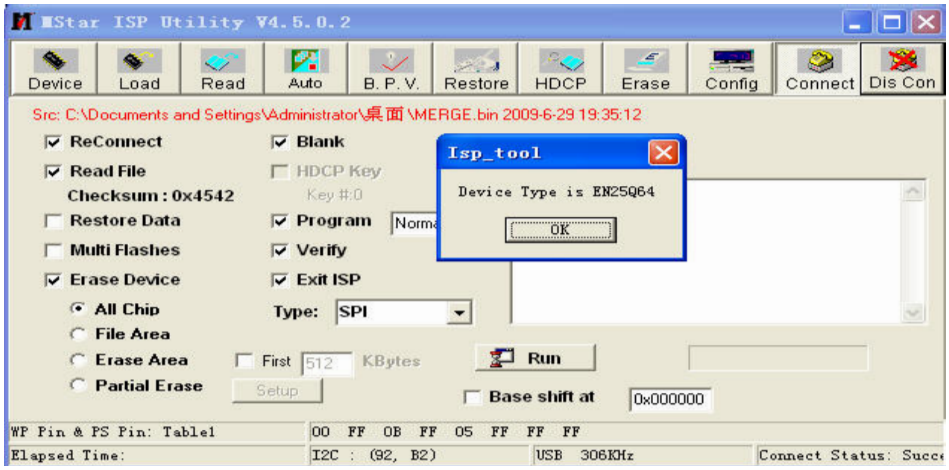

Fig. 3 Device **EN25Q64** successful connection
3) Select menu "**Connect**", a dialog "**Device Type is EN25Q64**" will be displayed as **Fig. 3** , that is